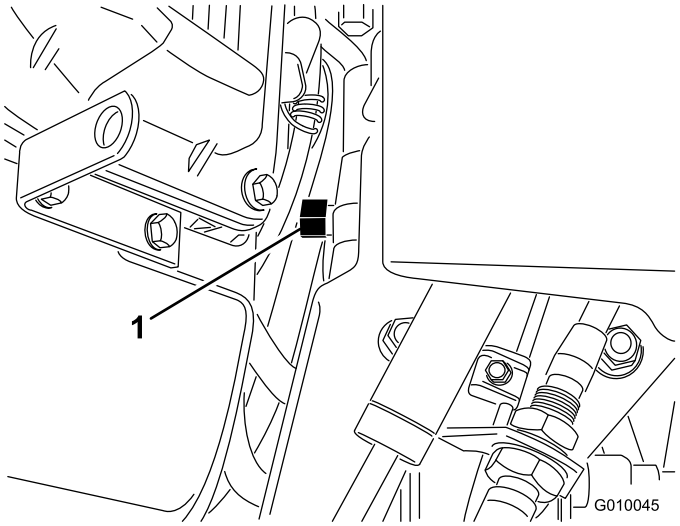

Figur 30
2. Använd en 16 mm skruvnyckel och vrid överströmningsventilen motsols ett varv. Hydrauloljan kan då passera förbi pumpen, så att hjulen kan rotera (Figur 30).
4. Vrid överströmningsventilen medsols ett varv när du vill använda luftaren igen (Figur 30).